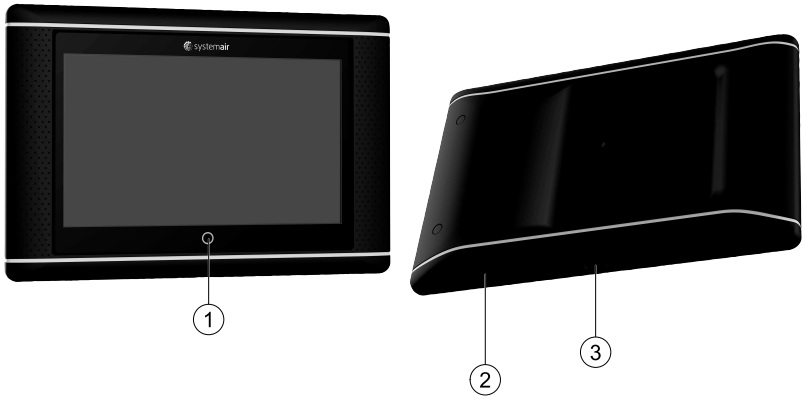

Fig. 1 (1) Home button, (2) USB connection, reboot button, (3) power supply and communication
You can always return to system overview dashboard by pressing the home button, figure 1, (1).
End user When logged out	Read /write — Home page (Figure 1) Possible actions in end user mode are to stop the air handling unit for maintenance (e.g. filter exchange), change the time for extended run and change the temperature setpoint. Flow diagram and active alarms in alarm list are visible.
A LED-light in the home button, figure 1, (1) indicate the status of the air handling unit.